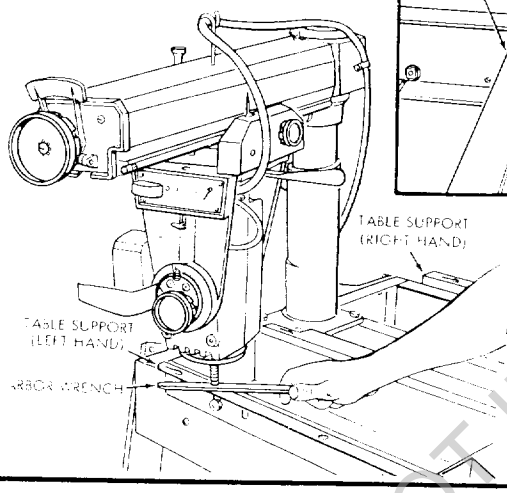

Figure 20
i. Move the motor shaft to the rear position of the left-hand table support (over the rear mounting screw) and adjust the left-hand support in the same manner as the No. 2 support. (See figure 20.)
k. Recheck both rear and forward positions (figures 20 and 21) until the arbor wrench slides with the same resistance at each position. Several trials may be required to produce an accurate setting.